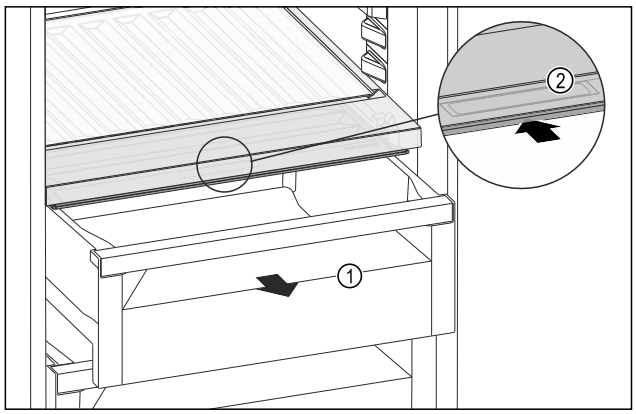

Fig. 194
▶ Retirer le tiroir *Fig. 194 (1)*.
▶ Saisir la poignée encastrée *Fig. 194 (2)* du couvercle du compartiment et pousser le couvercle du compartiment vers l'arrière.